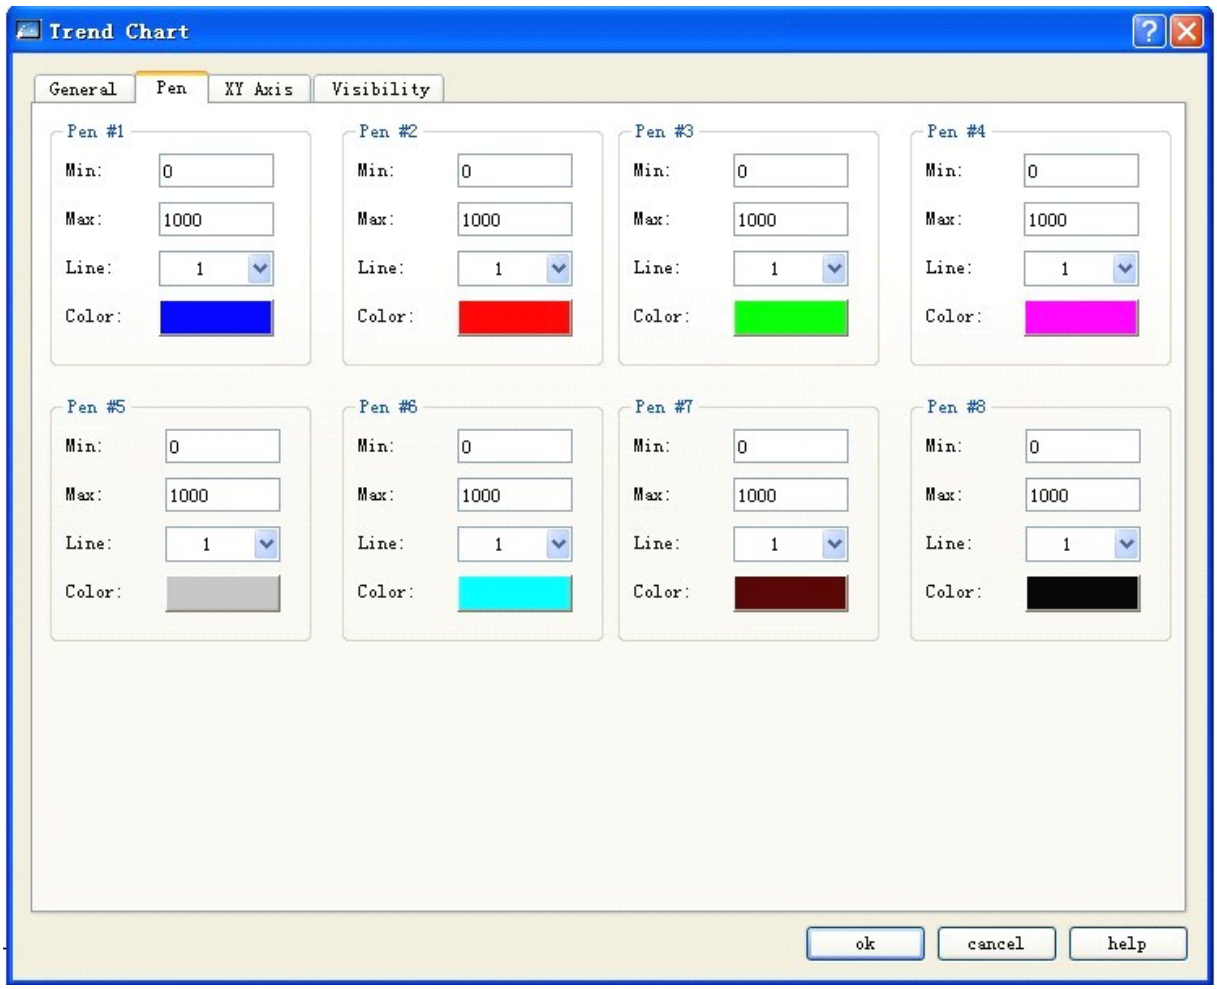

Рисунок 4-56 Вкладка настройки линий (Pen) трендового графика
2. Вкладка настройки линий (Pen) трендового графика: Смотрите рисунок 4-56